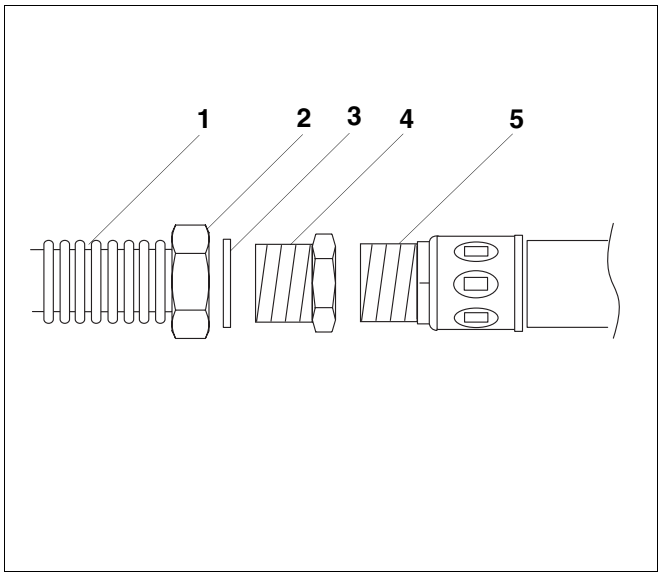

Afb. 8 Sluit de flexibele inox leidingen aan de boiler aan met R¾-aansluitingen
- Schroef het verloopstuk Rp¾ × R1 (afb. 8, **pos. 4**) op de boileraansluiting R¾, (afb. 8, **pos. 5**) om de boiler met het compleetstation te verbinden.
- Plaats de dichting (afb. 8, **pos. 3**) in de voorgemonteerde wartelmoer Rp1 (afb. 8, **pos. 2**).
- Schroef de voorgemonteerde wartelmoer Rp1 (afb. 8, **pos. 2**) van de flexibele inox leiding op de R1-draad van het verloopstuk Rp¾ × R1 (afb. 8, **pos. 4**).